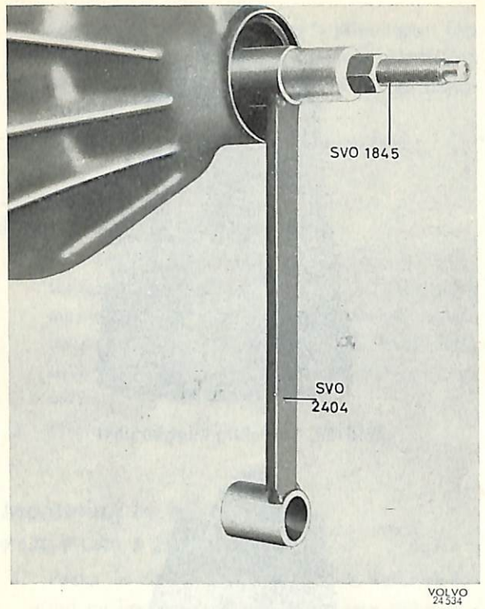

Bild 48. Montering av pinjong
5. För in pinjongen i kåpan och träd på tre 0,75 mm tjocka justermellanlägg och främre pinjonglagret. Montera nyckel SVO 2404 och pressverktyget SVO 1845 på pinjongens främre ände och drag i pinjongen, se bild 48.